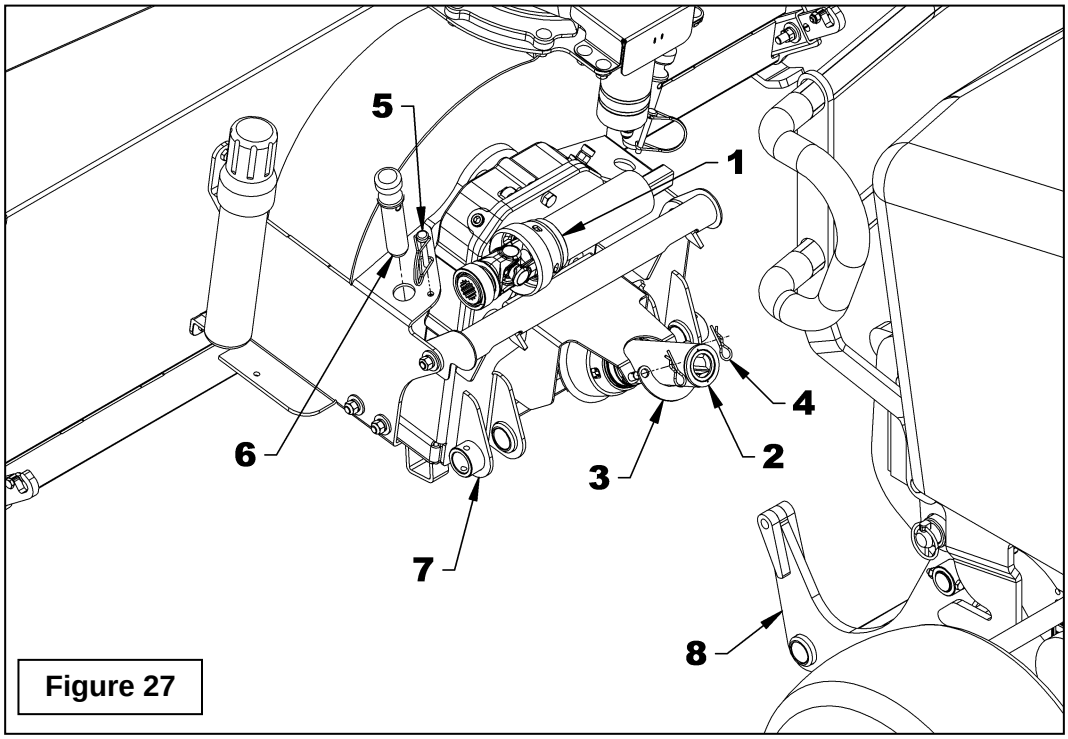

Figure 27
Figures 26-27 : Débrancher et retirer l'arbre à cardan mâle (item 1) du sous-châssis et déposer-le entre le tube de l'attache femelle et la boîte d'engrenages de la souffleuse à neige tel qu'illustré sur la figure 27.
Figure 27: Retirer le support en "U" (item 3) du garde protecteur de la souffleuse à neige et fixez-le dans le sens opposé (vers le bas) à l'aide des 2 goupilles en épingles 2.5mm x 40mm (item 4) afin de retenir le demi-arbre à cardan femelle de la souffleuse.
Figure 27: Retirer les goupilles de verrouillage rondes ø1/4" x 1 3/4" (item 5) et les 2 goupilles de l'attache de la souffleuse (item 6) et déposer-les dans les trous appropriés du bâti de la souffleuse à neige.
Figure 27 : Descendre lentement la souffleuse au sol à l'aide du levier de commande hydraulique du tracteur et décrocher l'attache mâle du tracteur (item 8) de l'attache de la souffleuse (item 7) en reculant lentement.